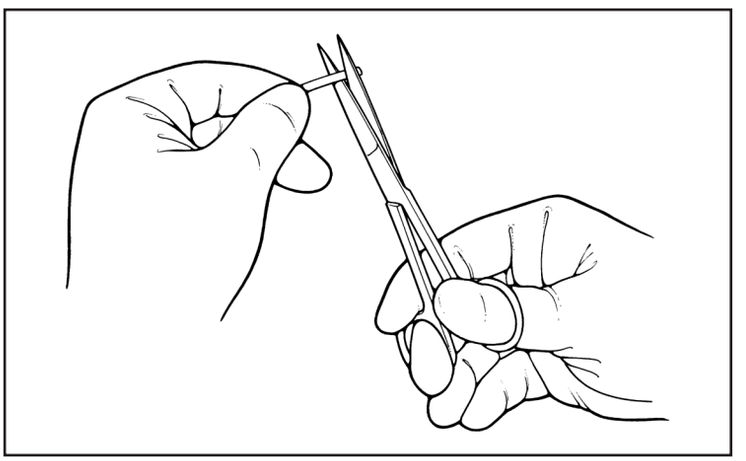

Figure 33. Cut the tubing squarely
1. Cut the tubing with straight scissors to fit the patient's anatomy, making sure the cut end is square (Figure 33).
1. Cut the tubing (Figure 33) to fit the patient's anatomy.